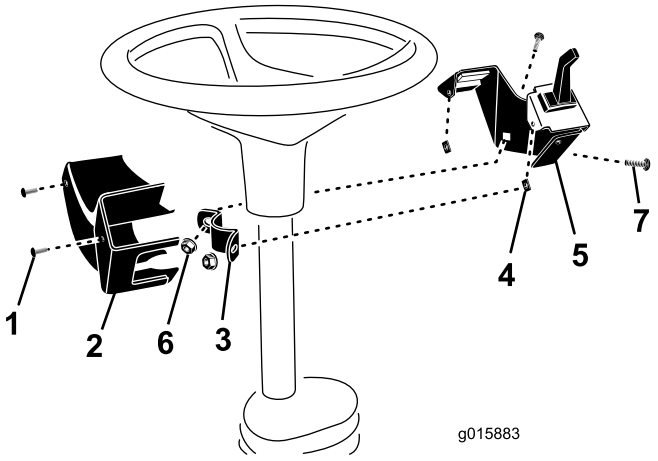

Figure 5
1. Mount the column bracket assembly to the steering column with the column bracket mount, (2) 3/8 inch x 1 inch carriage screws and 3/8 inch flange nuts. Position the column bracket as high as possible on the steering column as shown in Figure 5. Make sure the column bracket does not interfere with the steering wheel.
2. After the wire harness is connected to the switches, mount the column cover to the column bracket speed nuts with two screws (Figure 5).